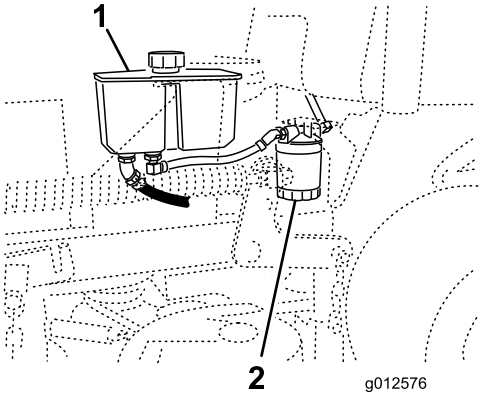

**Figuur 74**
3. Plaats een opvangbak onder het filter (Figuur 74).